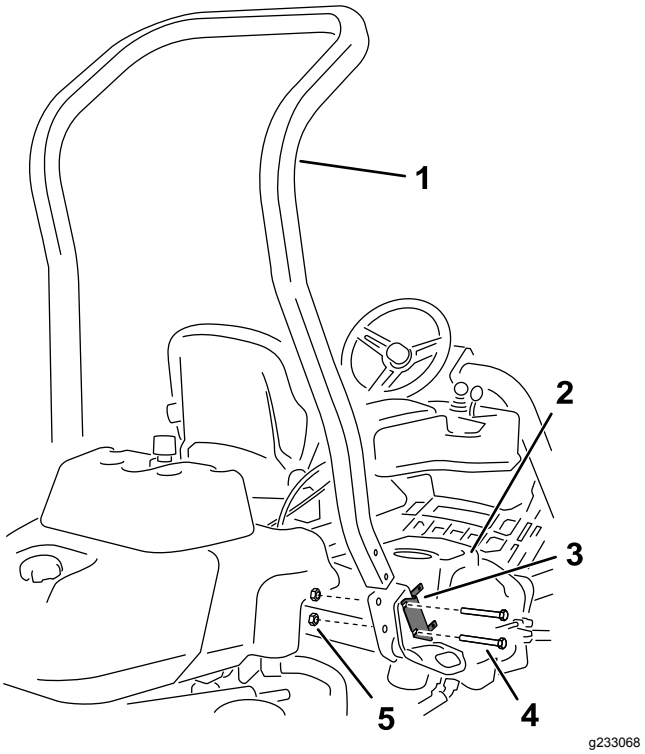

Figur 3
4. Ta bort de två skruvarna som håller fast säkringsblockets fäste på vältskyddets ficka enligt Figur 3.